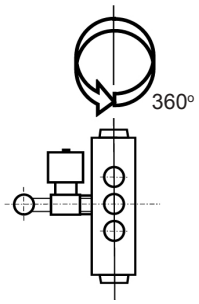

Fig. 2a
b. Dikey pozisyonda, vanalar bobinin yukarı bakması şartıyla herhangi bir açıda durabilir (Fig. 2a).